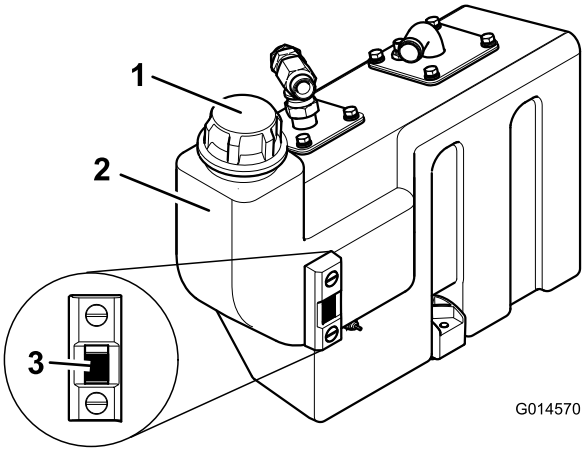

Figur 24
3. Hvis det er behov for hydraulikkvæske, må du rengjøre rundt lokket på hydraulikktanken (Figur 24).